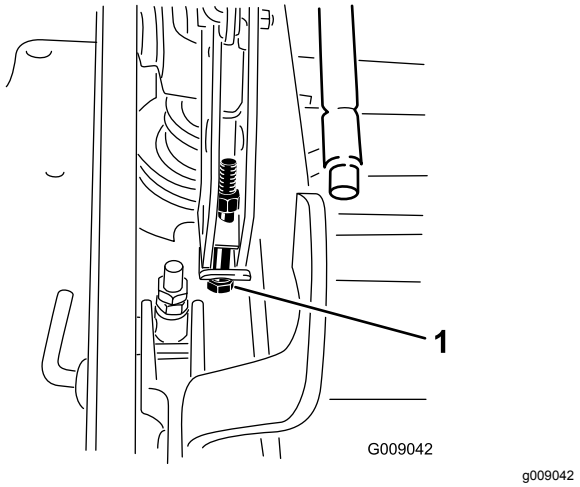

Figuur 100
13. Als het maaidek te laag is, draai dan de stelbout van het enkelpuntssysteem vast door deze rechtsom te draaien. Als het maaidek te hoog is, draai dan de stelbout van het enkelpuntssysteem los door deze linksom te draaien (Figuur 100).